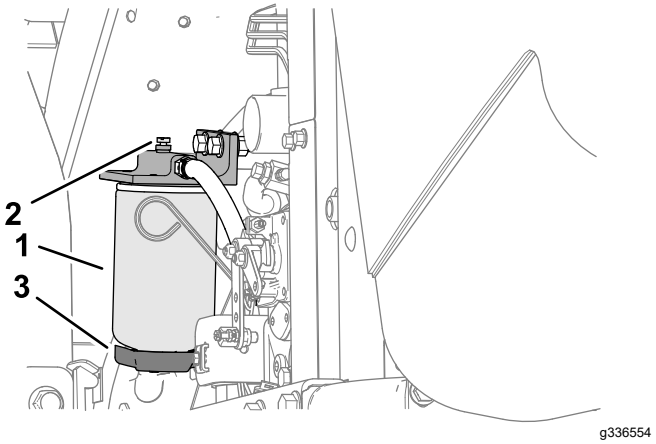

Figuur 68
4. Draai de aftapplug onder de filterbus los (Figuur 68).
3. Reinig de omgeving van de plaats waar de filterbus wordt gemonteerd (Figuur 68).